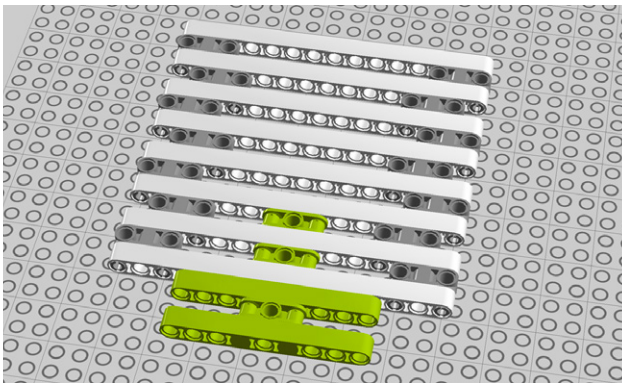

Figure 8-13. *Step 8: Adding two 9M beams and three double cross blocks*
8. This step is kind of tricky. You want to secure three double cross blocks and two 9M beams with a pair of 8M cross axles with end stops (Figure 8-13).